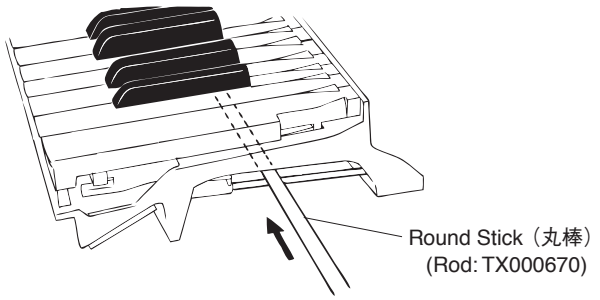

Fig.27（図 27）
* ***After inserting a round stick (Rod:TX000670) between the frame and the keys, remove the circuit boards. (Fig.27)***
※ シートをはずす前に、接点ゴムを歪ませないように、フレームとハンマーの間に丸棒 (ロッド : TX000670) を挿入しておきます。(図 27)